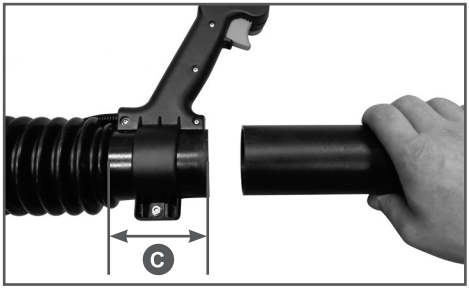

Рис. 4 Установка трубы напорной «А»
3. Вставьте трубу напорную «А» гладким концом в гибкую трубу на глубину «С» гибкой трубы (Рис. 4).
«С» гибкой трубы (Рис. 4).